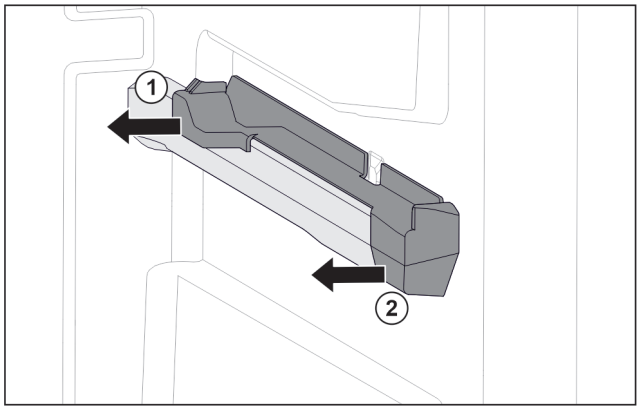

Fig. 103 Attachment on the right moulded rib
▶ Pull off attachment at the back sideways. *Fig. 103 (1)*
▶ Pull off attachment at the front sideways. *Fig. 103 (2)*